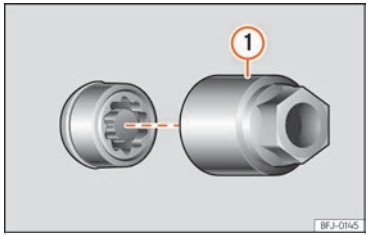

Fig. 225 Anti-theft wheel bolt with cap and adapter.
- Insert the special adapter ››› Fig. 225 ① (vehicle tools ››› page 289) onto the anti-theft wheel bolt and push it on as far as it will go.